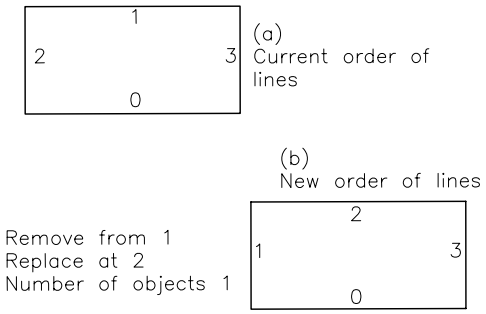

Figure 20-5 *Changing the order of group objects*
In this example, you will draw a rectangle representing a toolpath. The rectangle should comprise of four individual lines. Group all lines by selecting them in the order shown in Figure 20-5(a). Then, highlight the order, and re-order the group, as shown in Figure 20-5(b).
4. Select the lines in the order specified in Figure 20-5(a) and right-click; the **Object Grouping** dialog box is displayed again.
You will notice that the order of selection is not proper. As these lines represent a tool path, you need to reorder the objects, as shown in Figure 20-5(b).